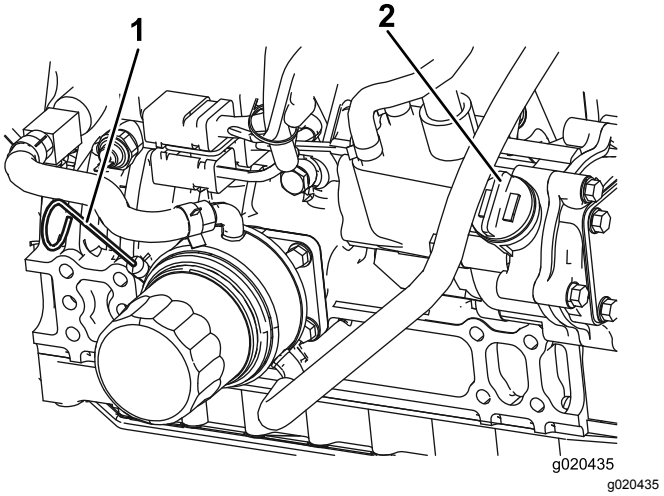

Figuur 74
3. Verwijder de peilstok uit de buis, veeg deze schoon en plaats de peilstok weer in de buis. Haal de peilstok er weer uit. Het oliepeil moet tot tussen de twee markeringen reiken (Figuur 74).